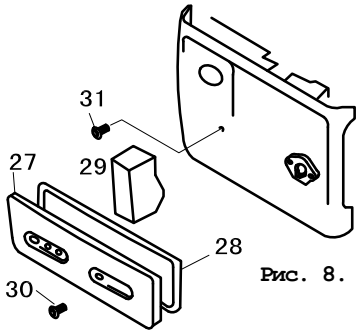

Рис. 8.
9.3.2. Демонтировать крышку поз. 20 на рис. 1 (поз. 27 на рис. 8). При отделении крышки от корпуса не повредить уплотнение поз. 28 (рис. 8). Снять фильтрующий элемент поз. 29 (рис. 8).